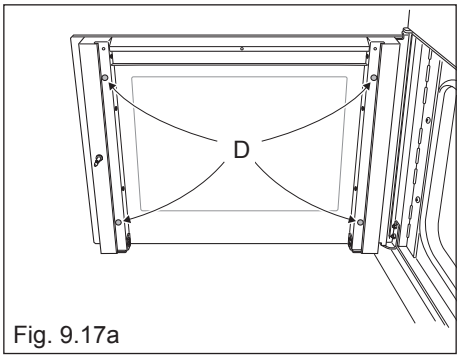

Fig. 9.17a
- Check that the four rubber pads are in place ("**D**" in fig. 9.17a).